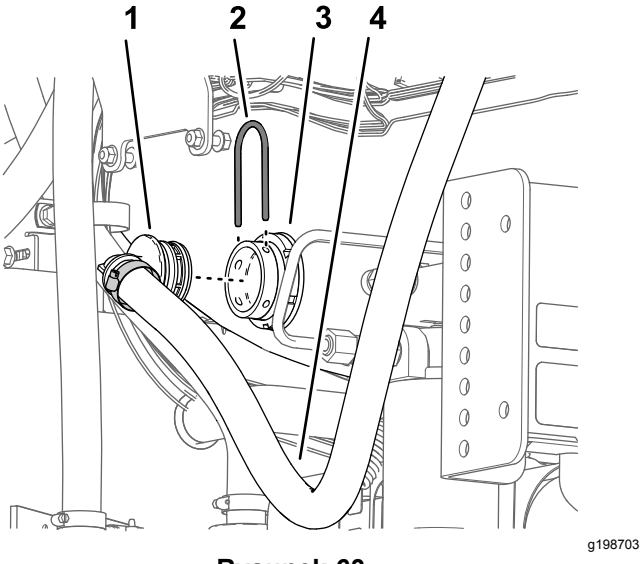

Rysunek 63
2. Zdejmuj dużą zapinkę mocującą złącze kątowe 90° z występem na dolnym końcu węża obejściowego do oprawki grodziowej na zbiorniku zraszacza (Rysunek 63).